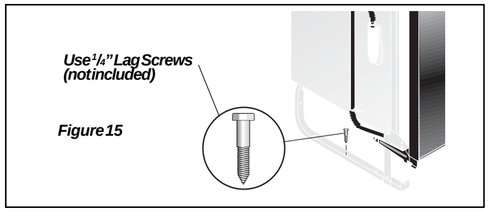

Figure 15
1. Screw 1/4" lag screws, (not included), through holes provided in frame rail. **See Figure 15.**